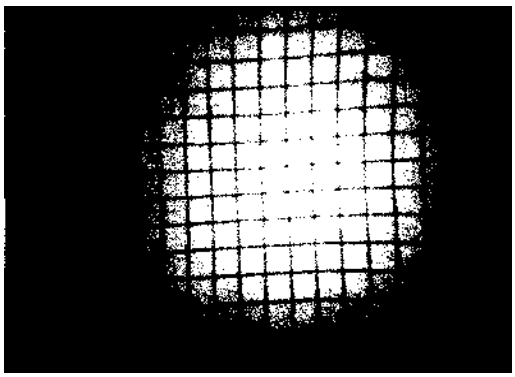

Figure 12-6 Test film of a wire screen (35 mm cine frame) from a 9-in. image intensifier
- Figure 12-6 shows a cine image of a coarse wire screen taken with a 9-in. intensifier. As you can see, the wires curve out at the periphery; this effect is most noticeable at the corners.
- The center of the output screen is brighter than the periphery (Fig. 12-6).